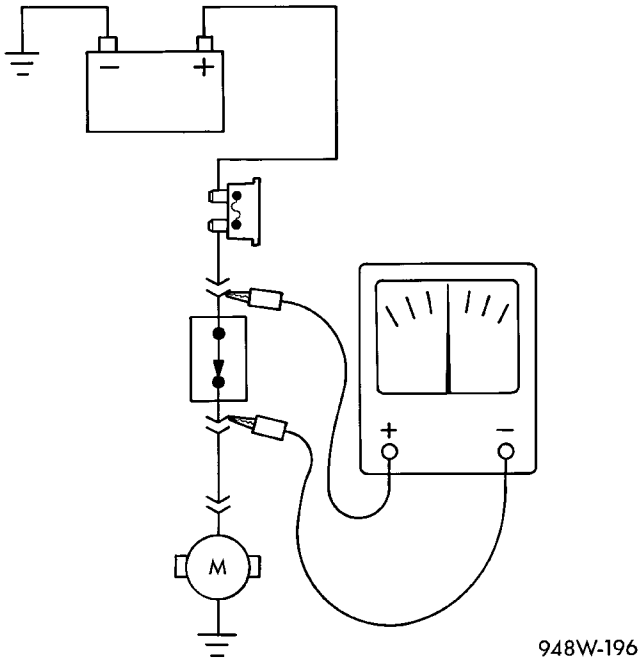

Fig. 12 Prueba de caída de voltaje
(1) Conecte el conductor positivo del voltímetro al lado del circuito más próximo a la batería (Fig. 12).
(2) Conecte el otro conductor del voltímetro al otro lado del conmutador o componente.
(3) Haga funcionar el elemento.
(4) El voltímetro mostrará la diferencia de voltaje entre los dos puntos.